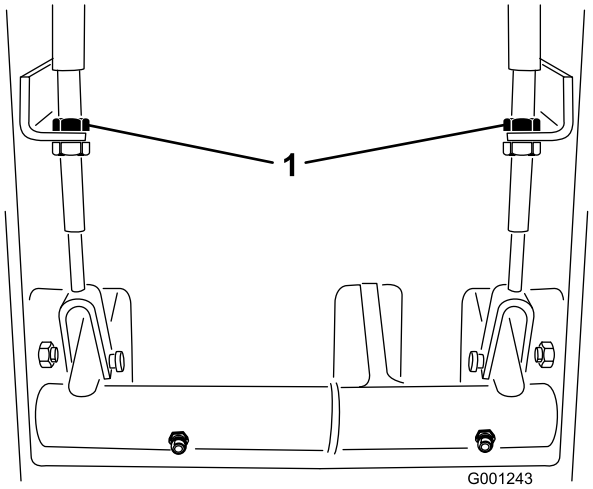

Figur 62
2. Hvis du vil redusere frigangen til bremsepedalene, strammer du bremsene ved å løsne den fremre mutteren på bremsekabelens gjengeende (Figur 62). Trekk deretter til den bakre mutteren for å flytte kabelen bakover til bremsepedalene har en frigang på 13 til 25 mm.